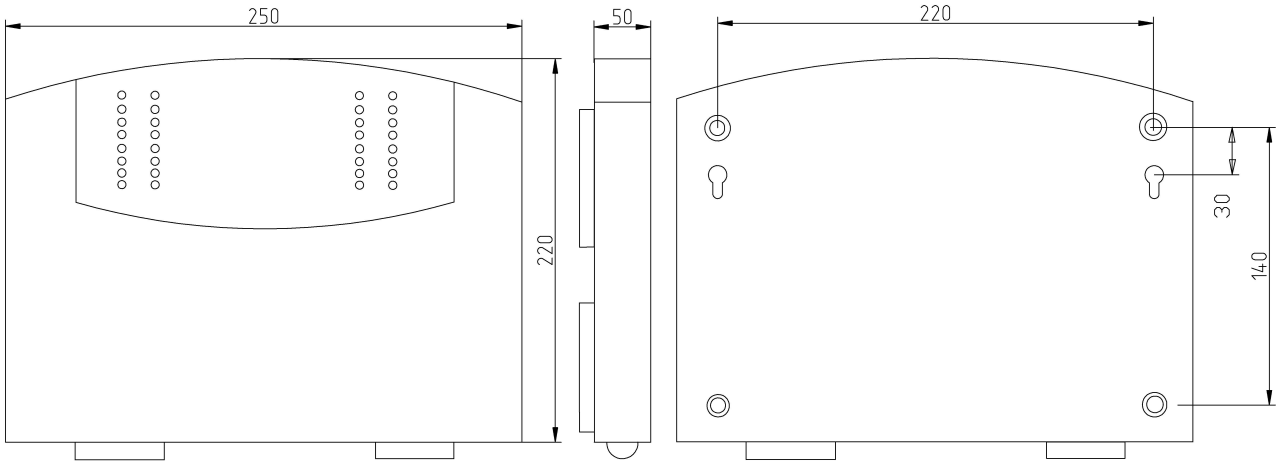

Рисунок 8 – Габаритные и установочные размеры прибора
Прибор устанавливается в помещении с ограничением доступа посторонних лиц, в удобном для технического обслуживания месте. Прибор крепится к стене на высоте, удобной для наблюдения за индикацией. Прибор навешивается на два шурупа, ввинченных в стену и крепится двумя другими шурупами через отверстия в нижней части основания корпуса (рисунок 8).
- завернуть в стену два шурупа по установочным размерам (рисунок 8);